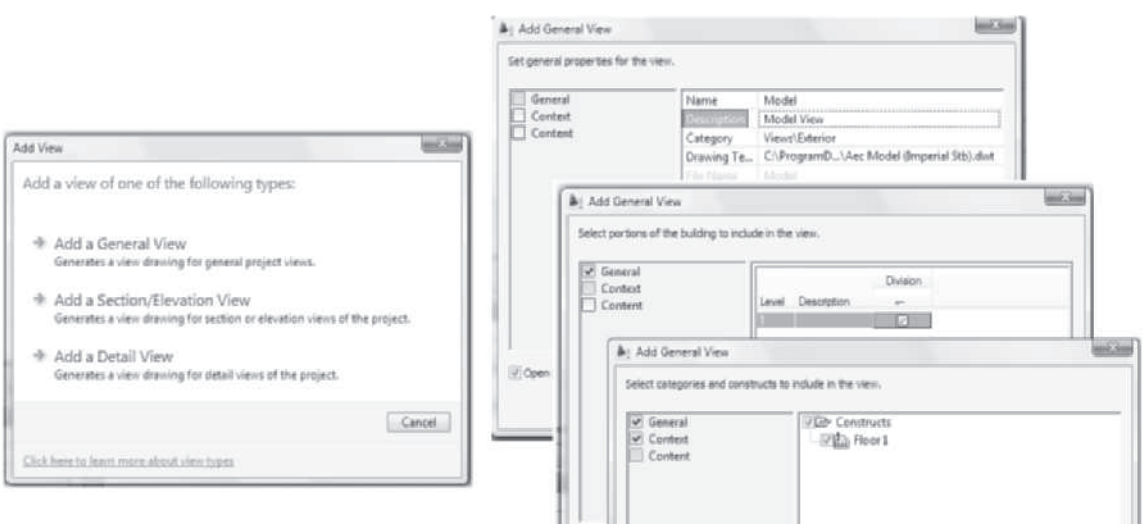

FIGURE 12.67 *Creating the Model View drawing*
4. Select the **Views** tab and select the **Add Category** command from the toolbar located at the bottom of the **Views** tab. Overtype **Exterior** as the name of the category. Select the **Exterior** category and then select the **Add View** command from the **Views** tab toolbar. Click **Add a General View** in the Add View message box as shown in Figure 12.67, to open the **Add General View** dialog box, edit the following in the **General** page: Name = **Model** and Description = **Model View**. Click **OK** to dismiss the Description dialog box. Click **Next** and edit the **Context** page as follows: Check Division 1 for **Level 1 [G]**. Click **Next** to display the **Content** page and verify that **Constructs** and **Floor 1** are checked. Verify that **Open in drawing editor** is checked. Click **Finish** to dismiss the dialog box.